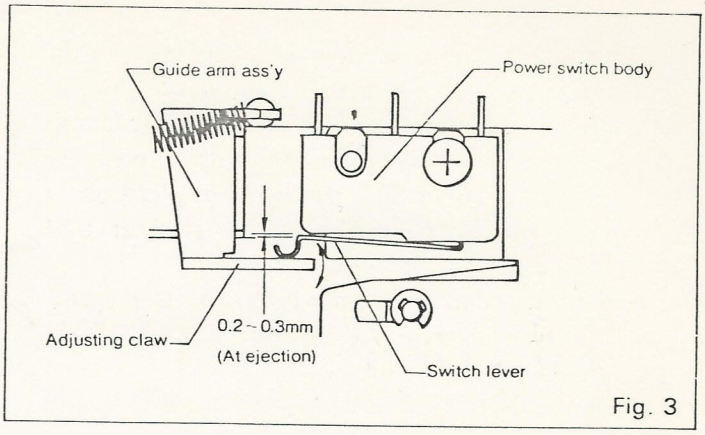

Fig. 3
3. **Adjustment of Power Switch** (See Fig. 3)